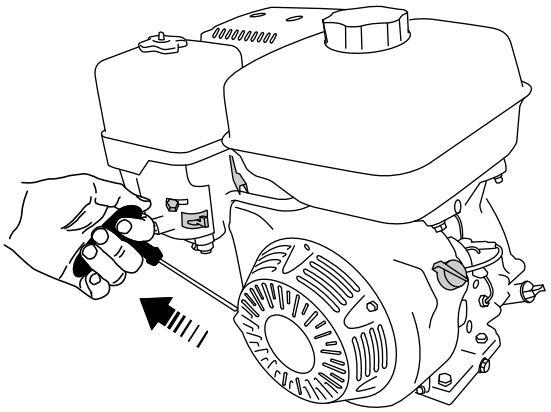

Figure 36
5. Tirez légèrement sur la poignée du lanceur jusqu'à ce que vous sentiez une résistance, puis tirez vigoureusement. Relâchez lentement la poignée du lanceur (Figure 36).